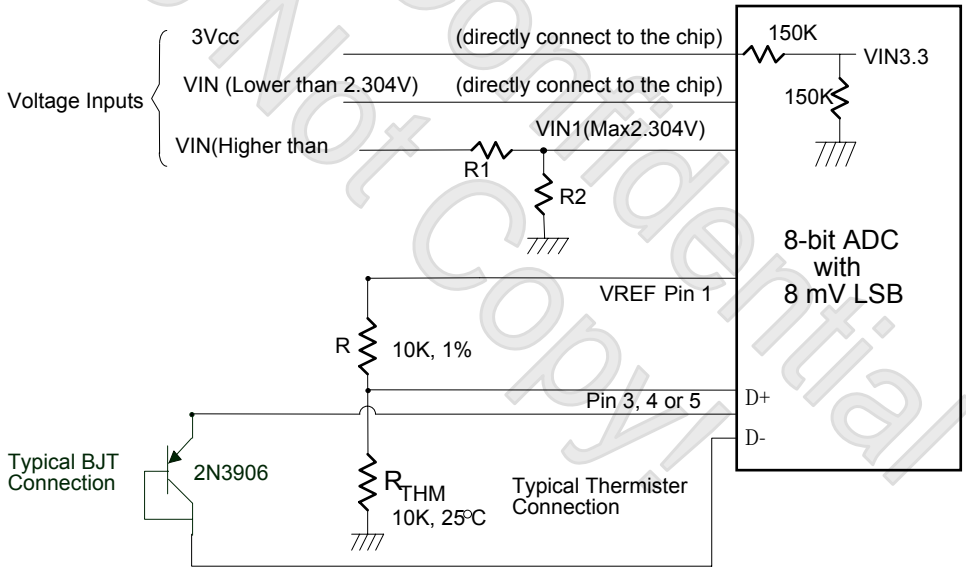

Fig 7-1
The F71882 can connect three thermistor to measure environment temperature or remote temperature. The specification of thermistor should be considered to (1) β value is 3435K (2) resistor value is 10K ohm at 25°C. In the Figure 7-1, the thermistor is connected by a serial resistor with 10K ohm, then connected to VREF.
Also, if the CPU, GPU or external circuits provide thermal diode for temperature measurement, the F71882 is capable to these situations. The build-in reference table is for PNP 2N3906 transistor. In the Figure 7-1, the transistor is directly connected into temperature pins.